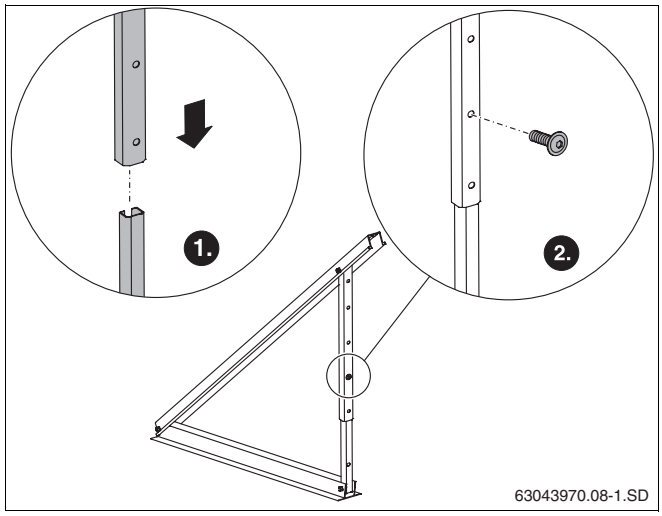

Afb. 11 Verbinden van de telescooprails
- Steek de telescooprails in elkaar en bevestig ze met schroeven M8 × 20 (afb. 11).